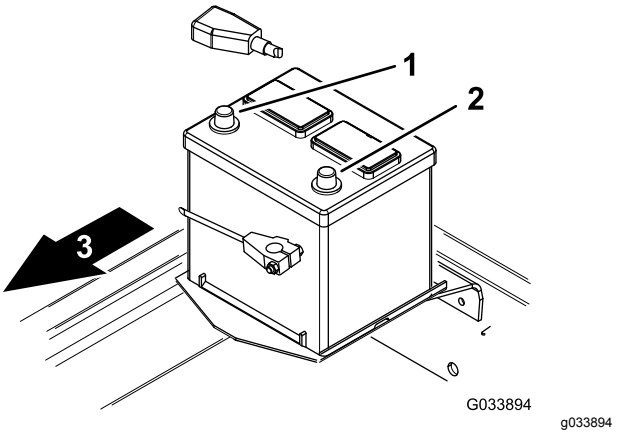

Figuur 11
2. Sluit de pluskabel (rood) aan op de pluspool (+) en schuif het rubberen kapje over de pluspool (Figuur 11).
3. Sluit de minkabel (zwart) aan op de minpool (-) van de accu (Figuur 11).